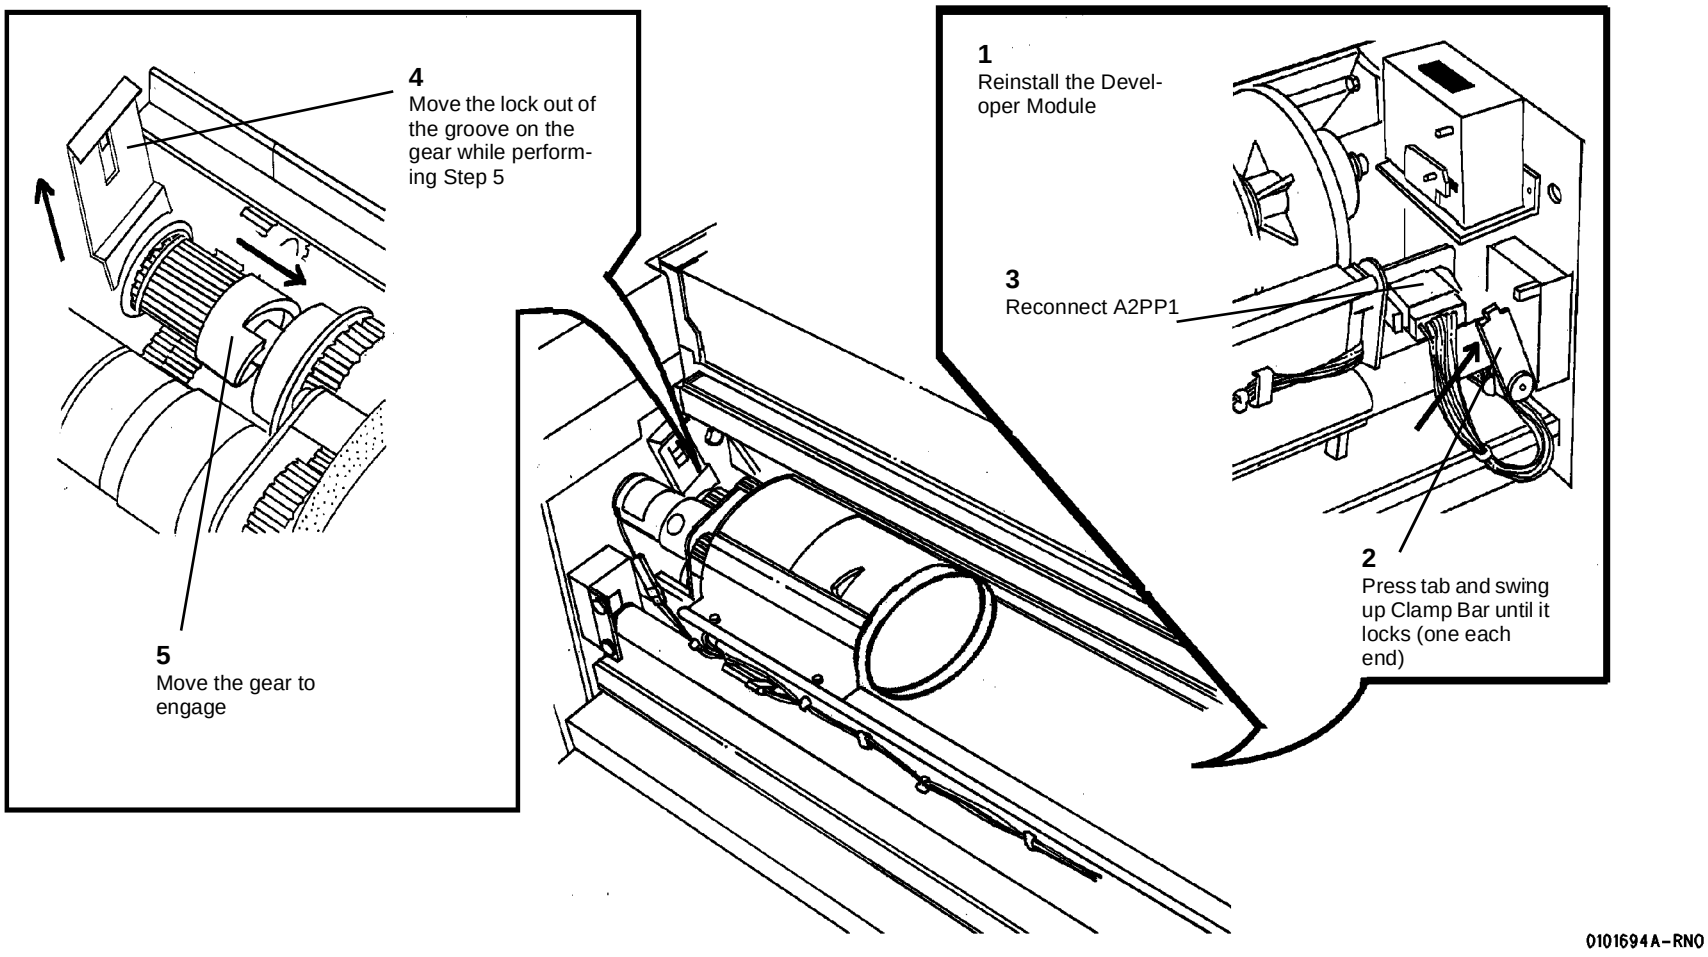

**Figure 3 Reinstalling the Developer Module**
1. (Figure 3): Reinstall the Developer Module.